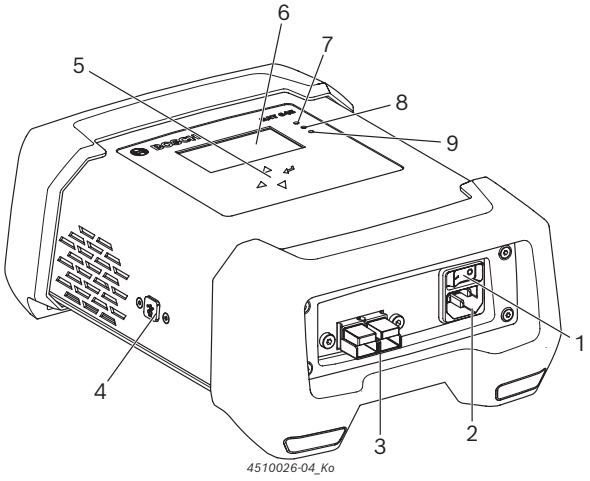

Рис. 1: Вид спереди BAT 645
2. Включить BAT 645 выключателем вкл./выкл. (рис. 1, поз. 1).
⇨ Красный светодиод (рис. 1, поз. 7) горит при подключенной или мигает при неподключенной аккумуляторной батарее.